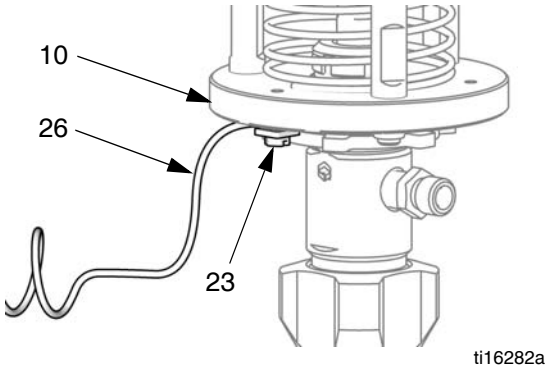

Рис. 1. Провод заземления
1. **Насос:** см. Рис. 1. Провод заземления (26) необходимо прикрепить к винту заземления (23). Винт следует плотно затянуть на крепежной плите (10). Для этого можно использовать любое из трех отверстий в крепежной плите. Другой конец провода следует соединить с грунтовым заземлением.